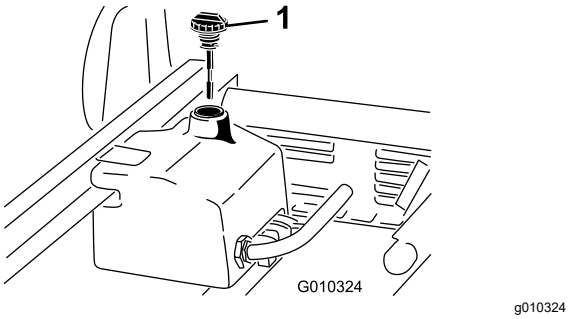

Figur 21
1. Gör rent omkring påfyllningsröret och hydraultanklocket (Figur 21).
3. Ta ut oljestickan (Figur 21) ur påfyllningsröret och torka av den med en ren trasa.